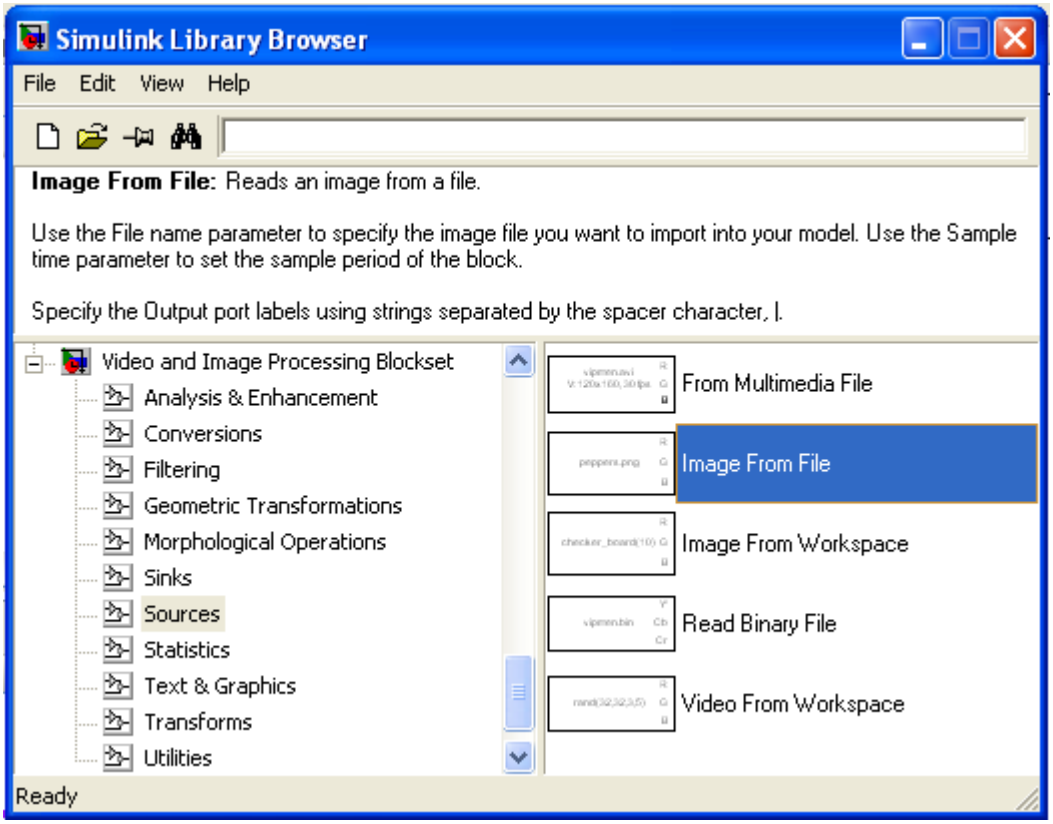

Figure 6: The "ImageFrom File" Simulink Block
2. Open the Simulink library browser and add the "Image from File" from the "Sources" group of the Video and Image Processing Blockset (Please refer to Figure 6). This block reads an image and converts it to the RGB format in Simulink .